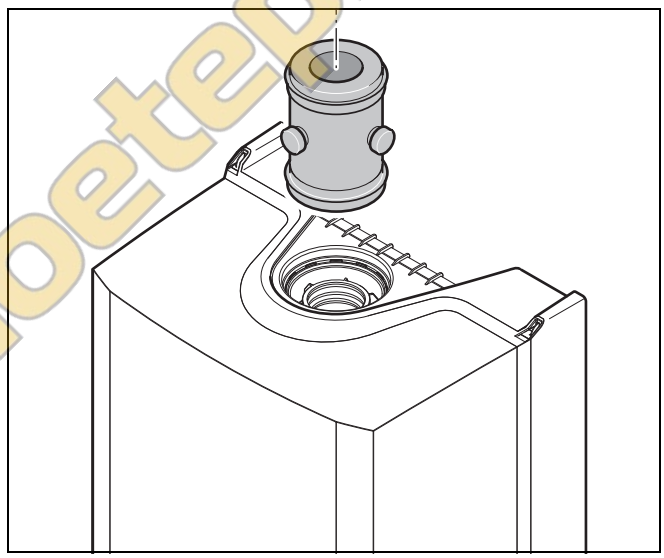

Рис. 12 Вертикальное подсоединение дымовой трубы
- Смонтируйте вертикальную дымовую трубу через адаптер (→ рис. 12).